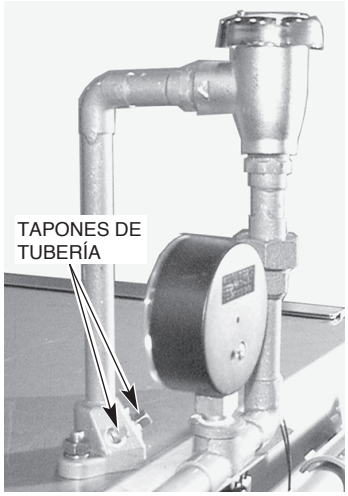

Fig. 29
El conector de la brida de la línea de enjuague en la parte superior del lavavajillas tiene dos tapones de tubo NPT de 3,2 mm (1⁄8 in) (Fig. 29).
- Retire el(los) tapón(es) (Fig. 29) para instalar el tubo dispensador de abrillantador y/o el tubo de desinfectante químico, según sea necesario.